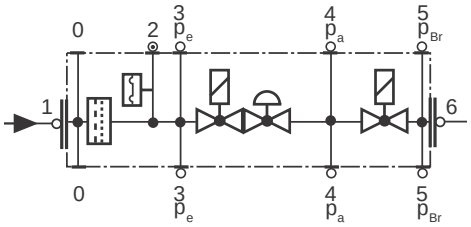

Fig. 13
- Cambiar el filtro cuando Δp entre las tomas de presión 1 y 3 sea > 10 mbar (Fig. 13).
- Cambiar el filtro cuando Δp entre las tomas de presión 1 y 3 (Fig. 13) sea dos veces mayor que el valor registrado durante el último control.